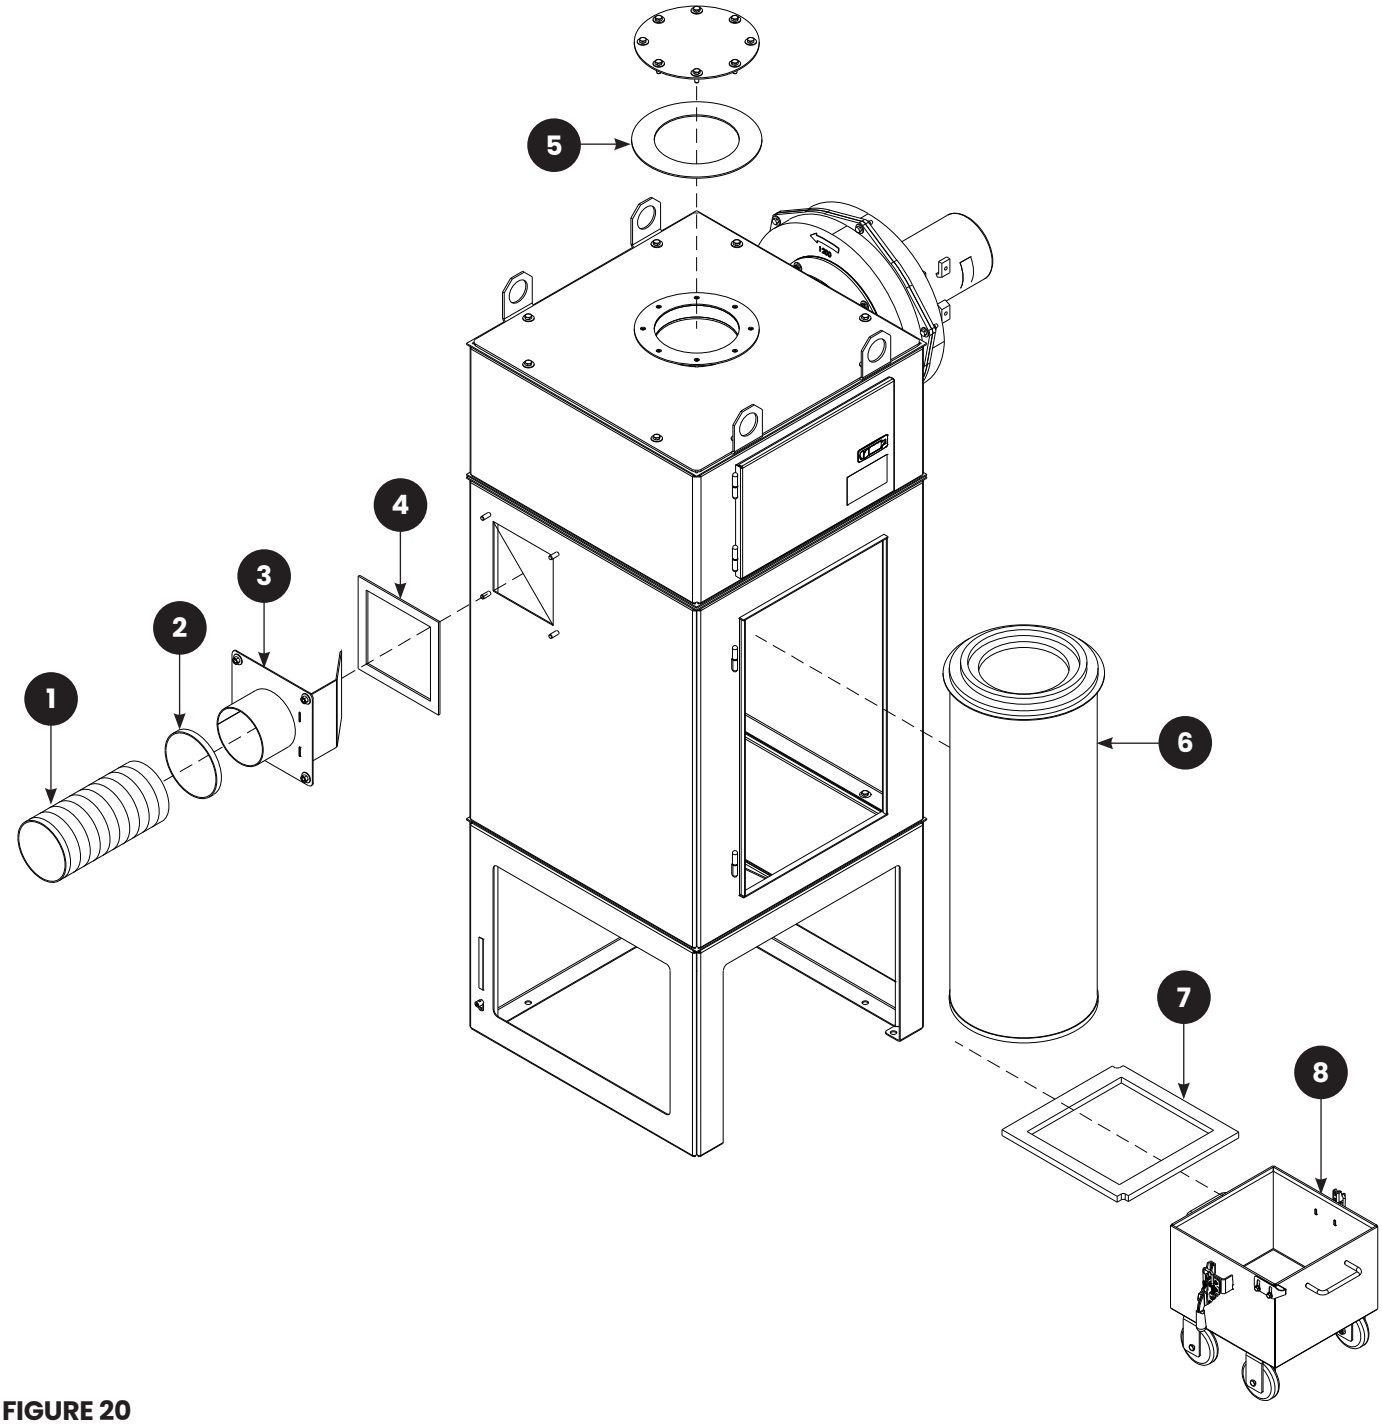

FIGURE 20
9.4 | Inlet, Filter and Trash Bin Assembly — Figure 20